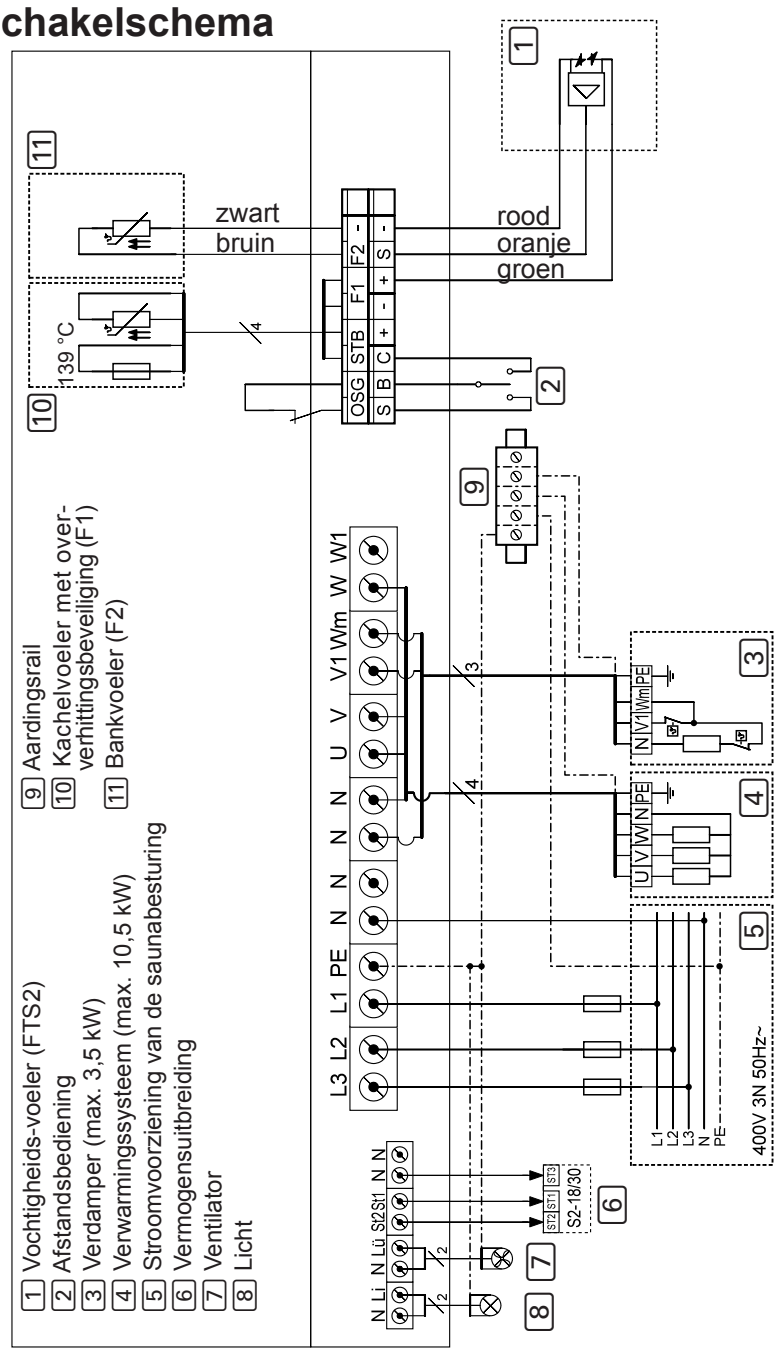

afb. 4 Aansluitschema
- Raadpleeg het schakelschema (**afb. 4**) op pagina **24**.